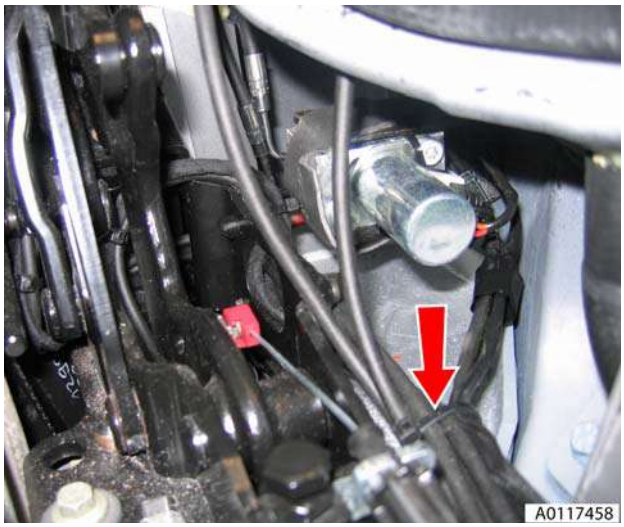

Figure 2
2. Cut cable tie securing valve to bracket (see Figure 2).